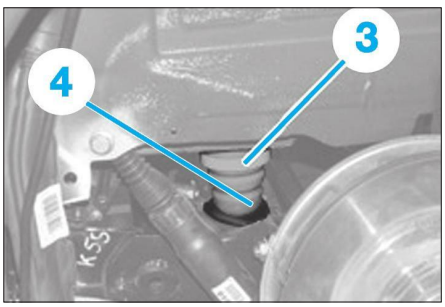

**Fig. 31**
• Désaccoupler la biellette de liaison du capteur de hauteur (1).
• Débrancher le connecteur (2).
• Comprimer le train arrière jusqu'au contact de la butée d'attaque (3) sur la coupelle (4) à l'aide d'un vérin d'organe **(Fig.31)**.